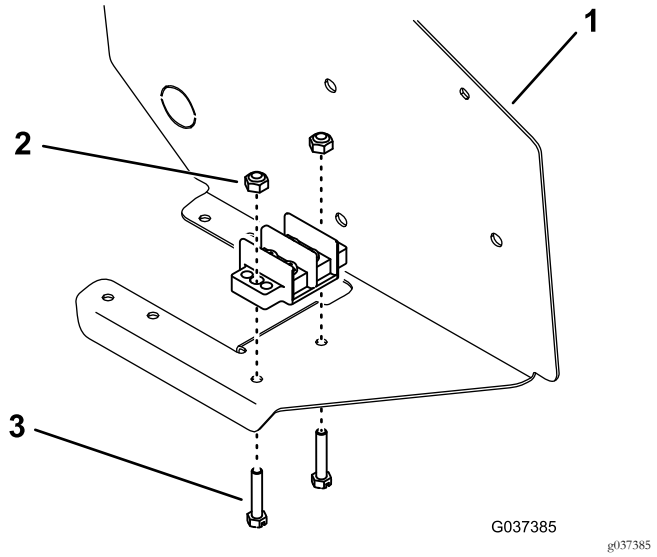

Figur 8
3. Monter jordklembrættet på bunden af kontrolpanelsamlingen med to skruer og to låsemøtrikker (Figur 8).
Bemærk: Monter skruerne fra undersiden af panelet som vist i Figur 8.